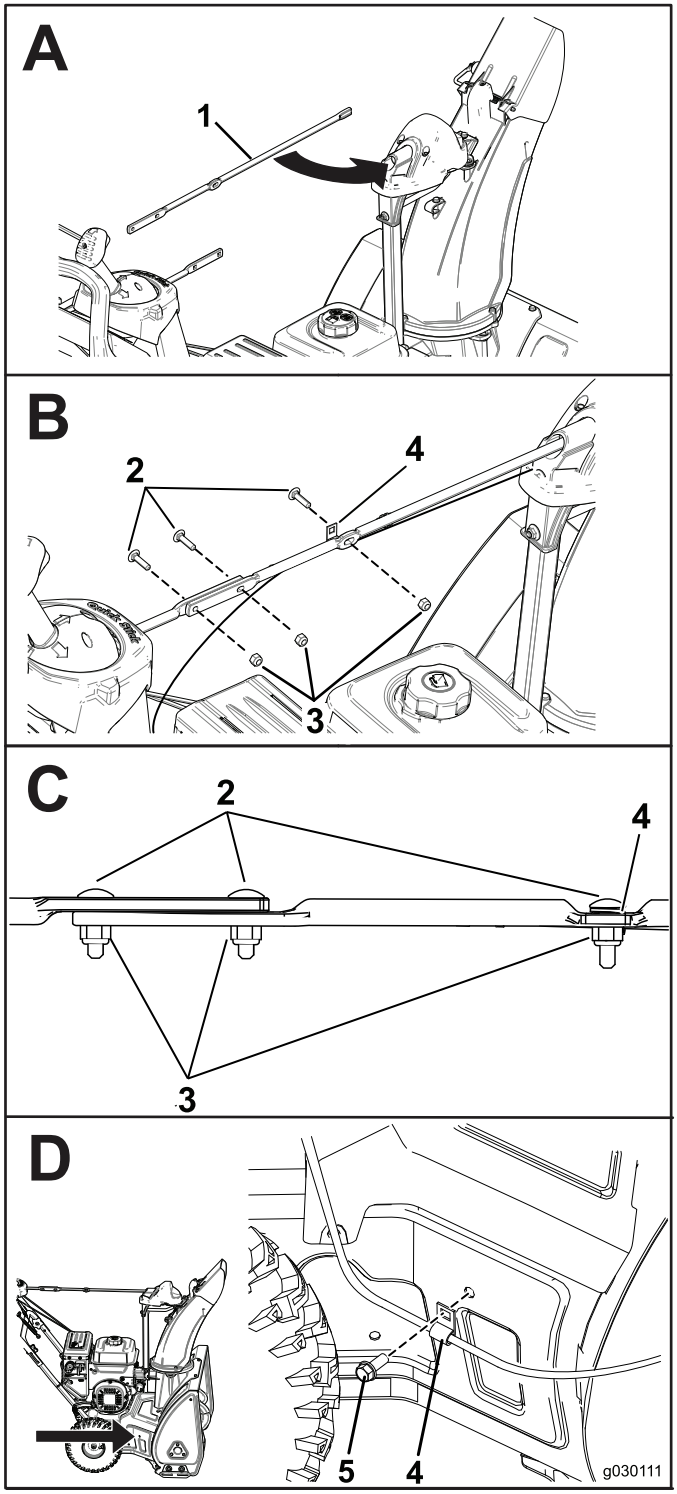

Figur 5
2. Montera utkastarens stöd och fäst kablarna (Figur 5).